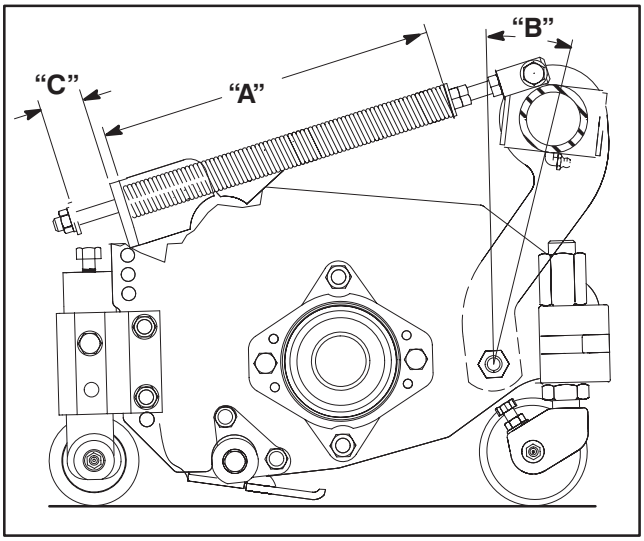

Figure 6
The Turf Compensation Spring (Fig. 6), connecting carrier frame to cutting unit, controls the amount of fore–aft rotation available, as well as the amount of ground clearance in transport and turn around.
1. Tighten lock nut on rear of spring rod until the gap (C) between rear of spring bracket and front of washer is 1–1/2" (38 mm) (Fig. 6).
2. Tighten hex nuts on front end of spring rod until the compressed length (A) of spring is 8" (203 mm) (Fig. 6).
NOTE: When cutting rough or undulating turf, increase compressed length (A) of spring to 8–1/2" (216 mm) and gap (C) between rear of spring bracket and front of washer to 2" (51 mm) To attain this adjustment, spring rod must be unthreaded from rod end approximately 1/2" (Fig. 6).